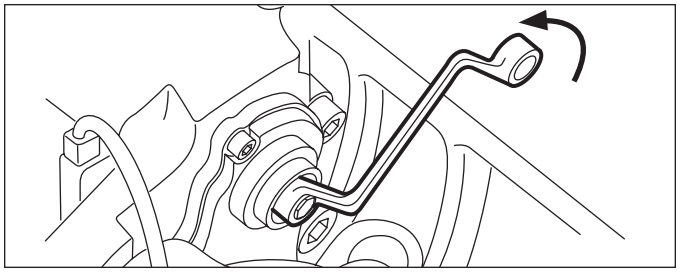

Figure 20 – Backing-Off (Increasing) the Running Clearance
4.2.2 Using a 10 mm six-point box-end wrench, turn the Shear Adapter (61) **counterclockwise** and listen for the sound of 3 clicks as the mechanism backs-off (increases) the running clearance. Note: Do not use an open-ended wrench as this may damage the adapter. *See Figure 20.*